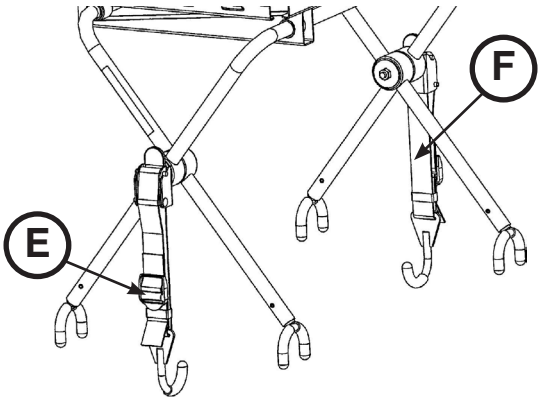

Figure 59
- Si la tablette porte-défibrillateur n'est pas correctement fixée à la civière lorsque les boucles des deux sangles sont engagées ou si les boucles ne peuvent être fixées autour du cadre du plan de couchage de la civière, déverrouiller la languette (E), serrer ou desserrer la sangle (F) pour la régler correctement, puis pousser la languette (E) vers le haut jusqu'à ce qu'elle se verrouille en émettant un clic (Figure 59).